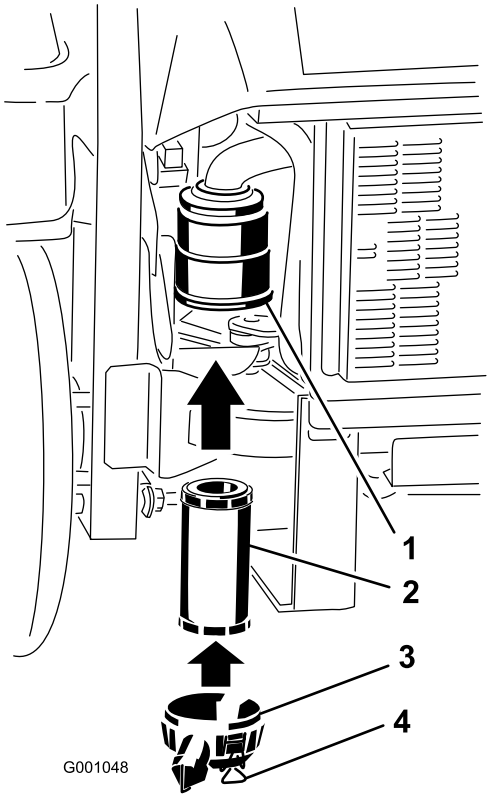

Figur 36
2. Skjut försiktigt in filtret i filterhuset (Figur 36). Kontrollera att det sitter ordentligt genom att trycka på filtrets yttre kant medan du monterar det.
3. Sätt tillbaka luftrenarkåpan och säkra spärrhakarna (Figur 36).